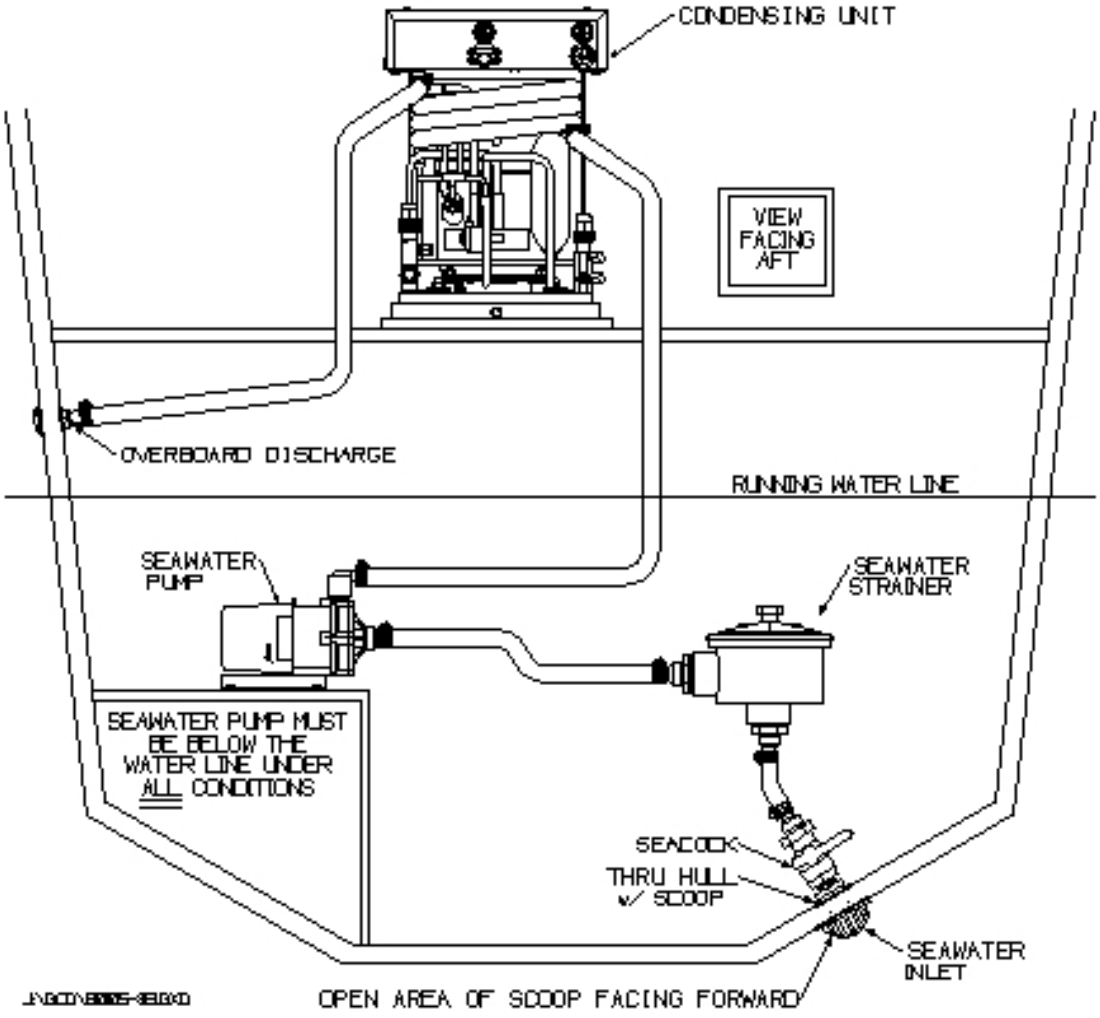

Figure 14 Typical seawater Circuit
2. To make the system self purging there must be a steady uphill run from the seawater inlet to the seawater strainer through the pump up to the condensing unit and then overboard (See Figure 14). This will allow any air that enters the seawater inlet to bleed off naturally through the seawater system.